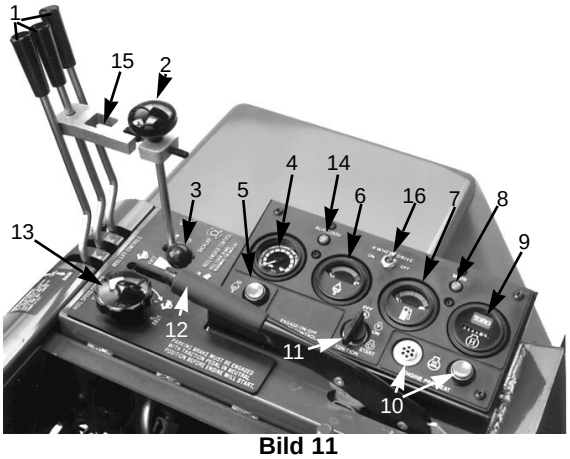

**Bild 11**
**Betriebsstundenzähler** (Bild 11)—Zeigt die Betriebsstunden an, die die Maschine insgesamt absolviert hat. **Anmerkung:** Linien, die sich im kleinen Fenster auf der linken Seite des Zählers drehen, weisen darauf hin, daß der Betriebsstundenzähler aktiv ist.
**Glühkerzenanzeige** (Bild 11)—Brennt hell, wenn die Glühkerzen ausreichend erhitzt sind.
**Glühkerzentaste** (Bild 11)—Beim Anlassen kalter Motoren, den Schalter drücken und eingedrückt halten, bis die Anzeige hell aufleuchtet.
**Zündschloß** (Bild 11)—Dieser Schalter hat drei Stellungen: OFF [AUS], ON [EIN] und START. Den Zündschlüssel auf START drehen und wieder loslassen, sobald der Motor anspringt. Um den Motor abzustellen, den Schlüssel auf AUS drehen.
**Feststellbremshebel** (Bild 11)—Den Hebel zum Arretieren der Bremse aufwärts ziehen. Um die Feststellbremse zu lösen, am Hebel ziehen, den Knopf eindrücken und den Hebel absenken. Zum Anlassen des Motors ist die Feststellbremse zu aktivieren. Vor Verlassen des Fahrersitzes immer zuerst die Feststellbremse aktivieren.
**Mähen-/Schärfenhebel** (Bild 11)—Den Hebel vorwärts stellen, um die Schnittwerke zu aktivieren. Den Hebel in die Mitte stellen, um die Schnittwerke zum Stillstand zu bringen. Zum Schärfen der Schnittwerke, den Hebel über den Anschlag hinaus heben und in der hinteren Stellung halten.
**Spindeldrehzahlregler** (Bild 11)—Das Einstellrad im Uhrzeigersinn drehen, um die Spindeldrehzahl zu erhöhen; im Gegenuhrzeigersinn, um die Spindeldrehzahl zu reduzieren. Im Zusammenhang mit der Fahrgeschwindigkeitsbegrenzung verwenden, um die gewünschte Schnittrate zu realisieren.
**Gashebel** (Bild 11)—Den Hebel für höhere Motordrehzahlen vorwärts schieben, rückwärts, um die Drehzahl zu reduzieren.